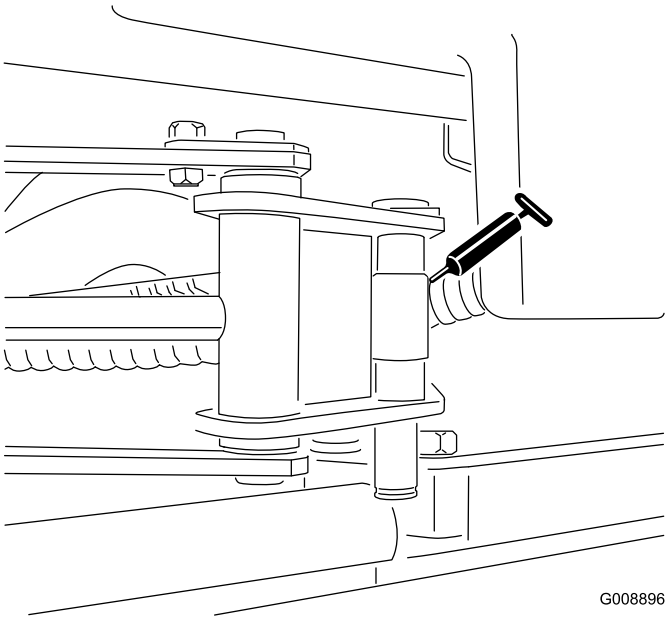

Figur 33
- Sidespolecylinderenderne (2) (Figur 33)